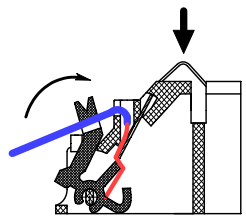

Рисунок 4
– ввести в канал провод и зафиксировать его, поджав кнопку-зажим до упора (рисунок 4);
– проверить надежность соединения, для чего необходимо надавить на изгиб контакта, имитируя нажим извещателем (рисунок 4), и потянуть провод на себя;
– завести провод в паз, расположенный на кнопке-зажиме (рисунок 4).